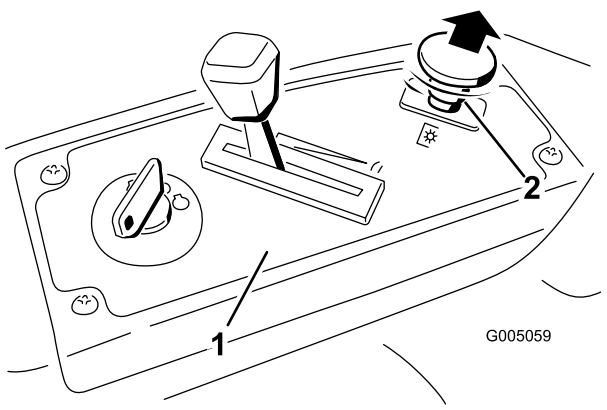

Bild 13
3. Ziehen Sie den Zapfwellenantriebsschalter hoch, schieben Sie ihn in die EIN-Stellung und kuppeln Sie die Messer ein (Bild 13).